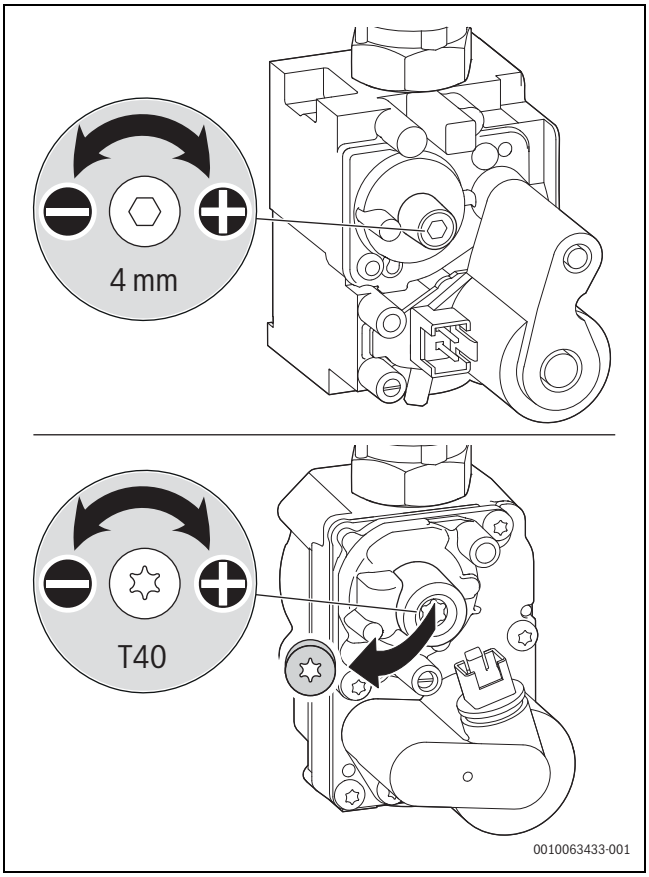

Bild 76 CO_2- oder O_2-Gehalt einstellen
- Plombe an der Einstellschraube der Gasarmatur entfernen (nur bei der Gasarmatur in Bild 76) und CO_2- oder O_2-Gehalt für minimale Nennwärmeleistung einstellen.